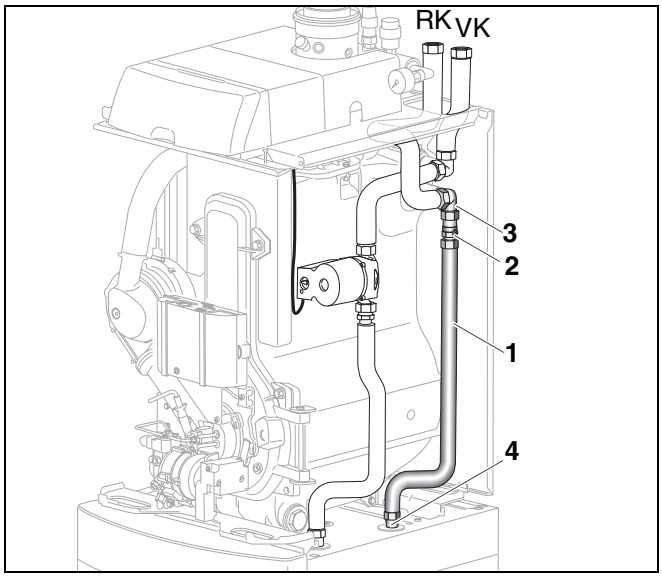

Rys. 13 Montaż rury powrotu z zaworem odcinającym
- Odkręcić zaślepkę z rozdzielacza kątowego powrotu (rys. 13, **poz. 3**).
- Założyć rurę powrotu z zasobnika (rys. 13, **poz. 1**) wraz z przymocowanym pierścieniem samouszczelniającym i zaworem odcinającym (rys. 13, **poz. 2**) na dolnym przyłączu w rozdzielaczu kątowym powrotu, a następnie dokręcić nakrętkę kołpakową.
- Przykręcić rurę powrotu z zasobnika (rys. 13, **poz. 1**) wraz z uszczelką Ø 17 x 24 x 2 do króćca powrotnego zasobnika (rys. 13, **poz. 4**).